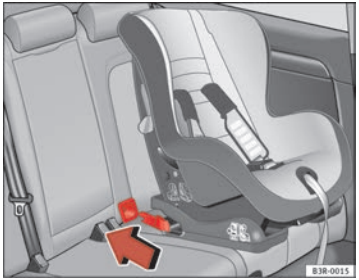

Fig. 33 The ISOFIX child seat anchors slide along the fitted plastic guides until secured in the vehicle’s ISOFIX anchorages
– Slide the child seat anchorages along the plastic guides until secured in the vehicle’s ISOFIX rings (when correctly closed, you will hear a click and the seat should also have a visual indicator to confirm it is correctly secured) ⇒ fig. 33.